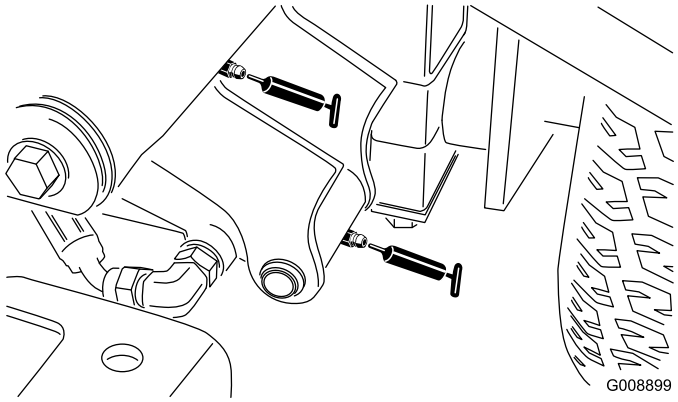

Figura 52
- Pivote y cilindro de elevación del brazo de elevación delantero izquierdo (2) (Figura 52)